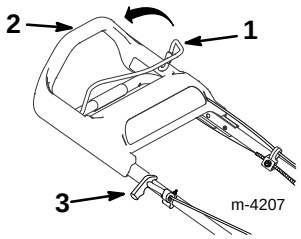

Afbeelding 12
3. Houd de bedieningsstang van het maaimes tegen het bovendeel van de handgreep (Afb. 12).
A. Trek de starterhandgreep iets uit tot u weerstand voelt, en geef dan een krachtige ruk (Afb. 12).